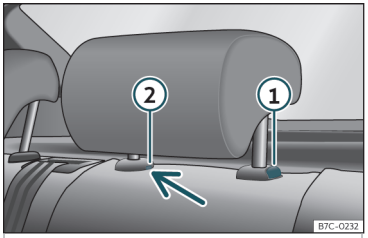

Fig. 100 Apoyacabezas trasero: desmontaje.
- Pulse la tecla ››› **fig. 100** ①, apretando a la vez por el orificio del seguro ② con un destornillador plano de máximo 5 mm de anchura y retire el apoyacabezas.